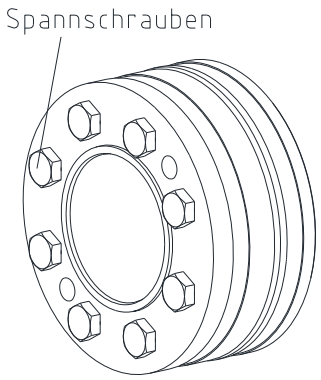

Bild 18: Montage Spannringnabe mit Spannring
- Spannschraube (Bauteil 6) leicht lösen und den Spannring (Bauteil 1.2) geringfügig von der Nabe abziehen, so dass der Spannring lose aufliegt (siehe Bild 18).